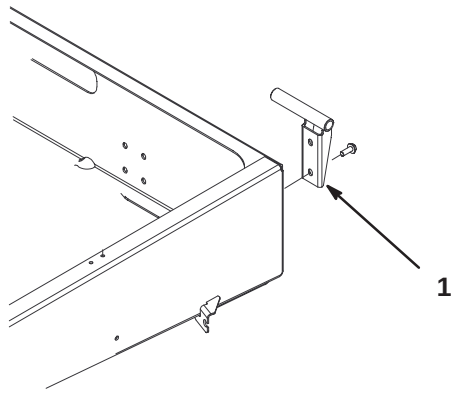

Figura 8
2. Montate la staffa orientabile sinistra nell'angolo posteriore sinistro del telaio, usando due viti a testa flangiata (3/8 x 1 pollice). Collocate la staffa come illustrato nella Figura 8.